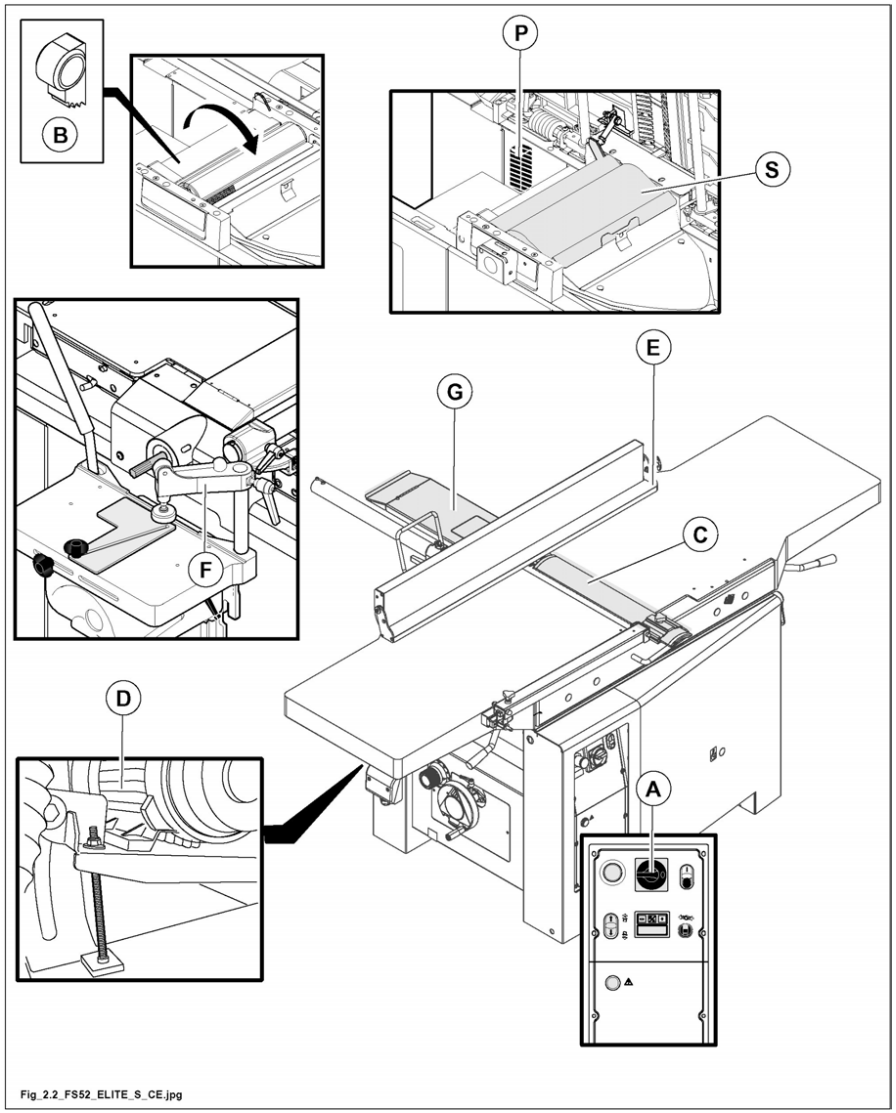

Fig. 2.2
2.2 ARRANGEMENT AND DESCRIPTION OF SAFETY DEVICES (FIG. 2.2)
C - Bridge guard for the cutterblock (C fig. 2.2).
E - Turnover additional fence (E fig.2.2), (OPT).
F - Clamping arm (F fig.2.2) (when (OPT) **mortiser is present).**
G - Rear guard for cutterblock (G fig.2.2).